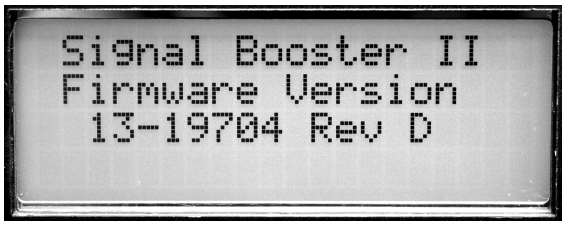

Figure 5: Software version is displayed briefly during the boot-up sequence.
3) The LCD display shows the firmware revision screen for about 5 seconds (see **Figure 5**).